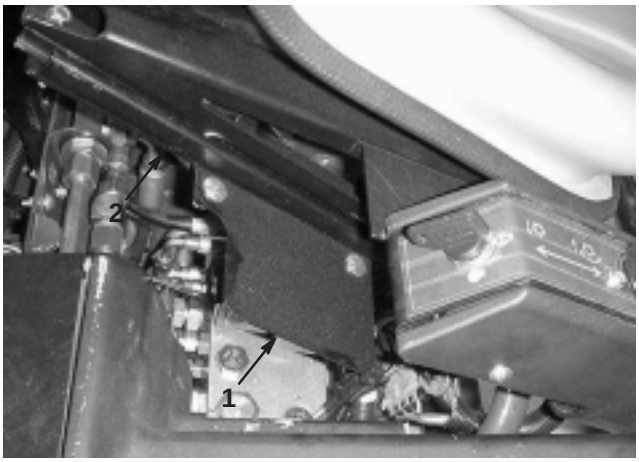

Figure 5
7. Mount valve shield to the right side of the seat base with 2 carriage bolts (5/16 x 5/8 in.) and nuts. Position the shield as shown in Figure 5.